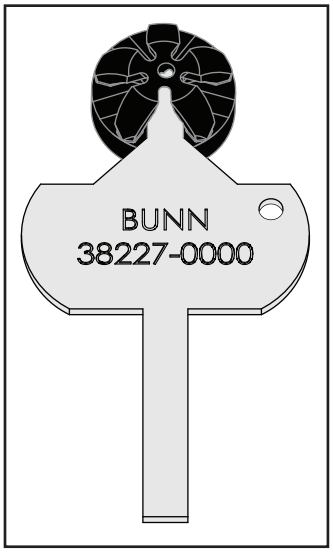

РИСУНОК 1
2. Проверьте и почистите распылительную головку. Отверстия распылительной головки всегда должны оставаться открытыми. Для удаления всех минеральных остатков вставьте короткий конец инструмента для очистки распылительной головки в каждый из пяти отверстий выпуска воды пластиковой распылительной головки (см. рис. 1).